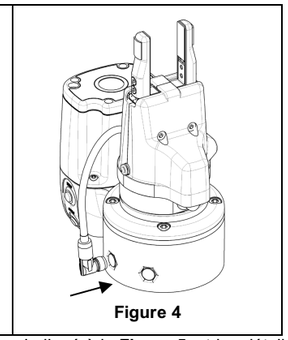

**Figure 4**
- Fixez le connecteur comme indiqué à la **Figure 4**.